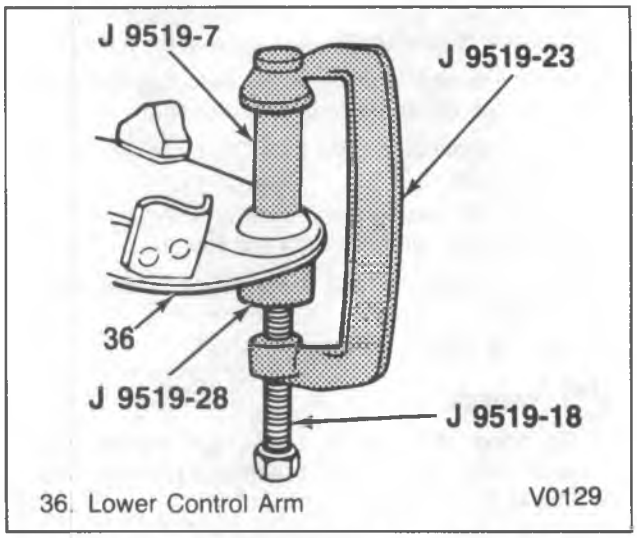

Figure 23 – Removing the Lower Ball Joint
- Extend J 23742 until the lower ball joint (37) breaks free from the steering knuckle (31).
- Remove the nut (35) and J 23742.
4. Hub/rotor (81) and the knuckle assembly off the lower ball joint (37).
- Install J 9519-18, J 9519-7, J 9519-28 and J 9519-23 (figure 23).
5. Ball joint (37) from the lower control arm (36).
- Install J 9519-18, J 9519-22, J 9519-16 and J 9519-23 (figure 23).
- Remove the tools and the ball joint (37).